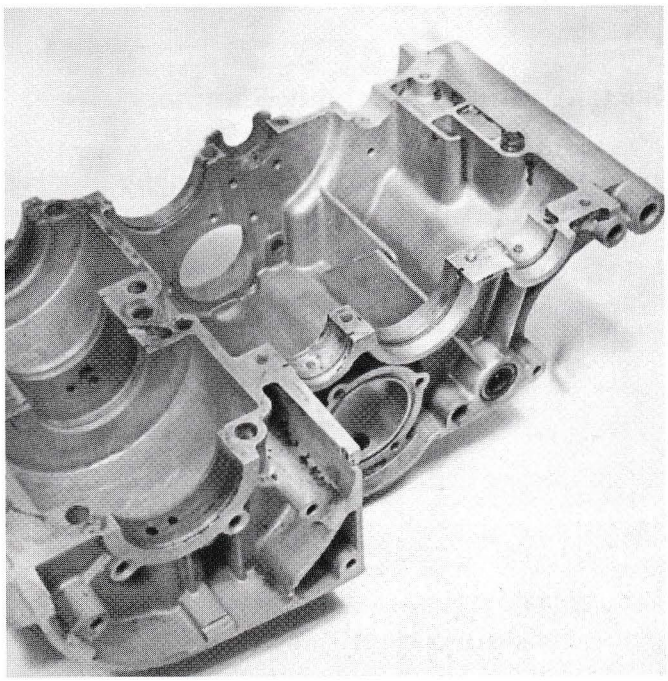

Figure 21-29. Bearing dowel pins and half rings must be installed properly to accurately locate the transmission shafts.
5. Make sure bearing locating half-rings and dowel pins are installed properly, **Figure 21-29.**